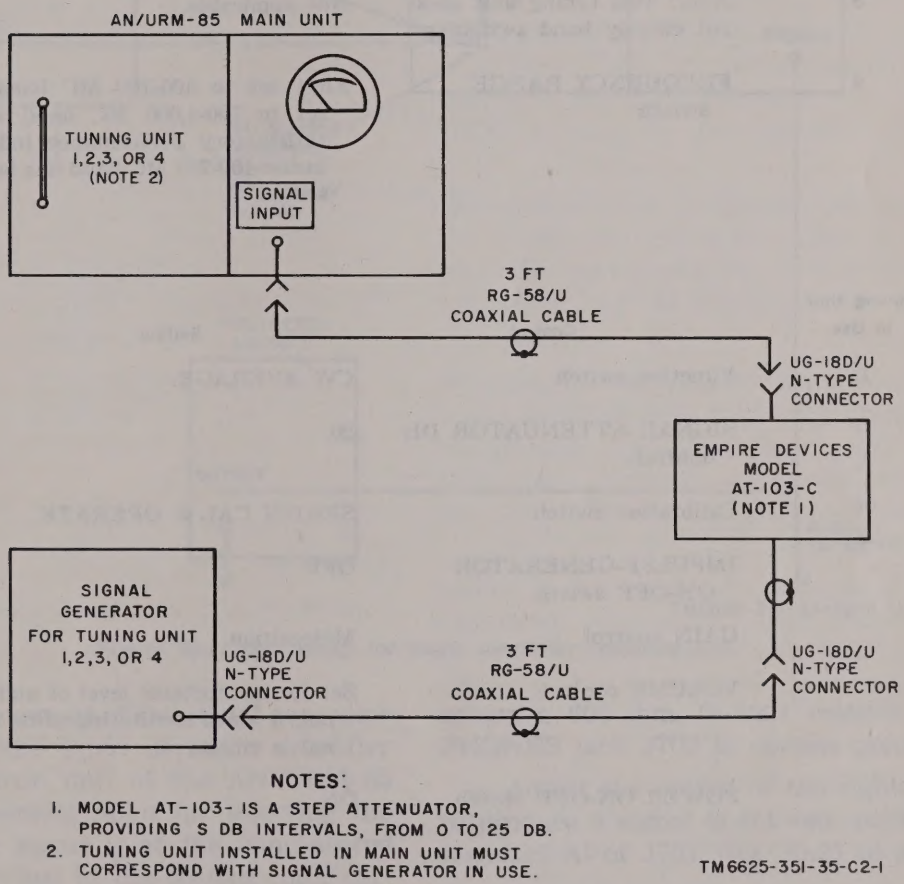

Figure 95.1. Test setup for dial calibration accuracy and linearity test.
a. With a tuning unit plugged into the main unit compartment, connect a cable from the rf output jack on the appropriate signal generator, for the frequency under test, to the SIGNAL INPUT jack on the AN/URM-85 main unit (fig. 95.1). Set the variable attenuator to the 20-db position.
To check the linearity of the AN/URM–85 test set, set up the equipment as shown in figure 95.1 and proceed as follows:
a. With a tuning unit plugged into the tuning unit compartment, use the same test setup as in figure 95.1, except for setting the variable step attenuator to the 10 db position. Use the applicable signal generator (para. 116) for the tuning unit under test.
(1) Rotate the SIGNAL ATTENUATOR DB control to 0 CW ONLY.
(2) Rotate the function switch to CW AVERAGE.
(3) Throw the calibration switch to SERIES CAL & OPERATE.